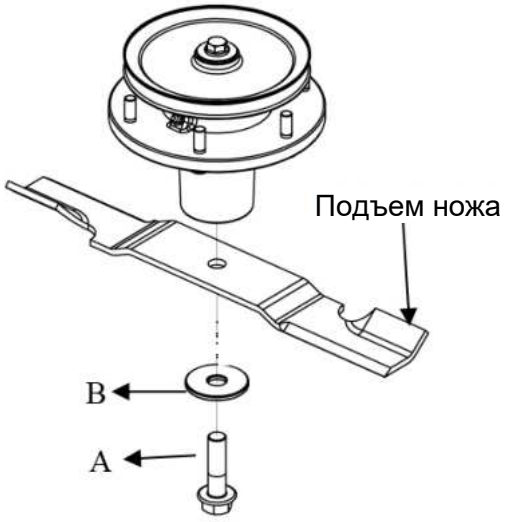

Рис. 12
Выверните болт (A) с правой резьбой (см. рис. 12), снимите стопорную плоскую шайбу (B), снимите нож.
Процедура установки ножа выполняется в порядке, обратном снятию. Убедитесь, что шайбы установлены, как показано на рисунке (см. рис. 12).
6.12.1 Установите на место каждый нож газонокосилки таким образом, чтобы подъем ножа был направлен вверх к деке газонокосилки, как показано на рисунке 12. Закрепите болт крепления ножа и плоскую шайбу (B, Рисунок 12) и затяните моментом 100 Н.м.